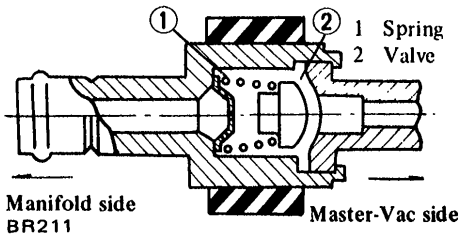

Fig. BR-35 Cross-sectional view of check valve
3. When pressure is applied to Master-Vac side of check valve and valve does not open, replace check valve with a new one. See Figure BR-35.